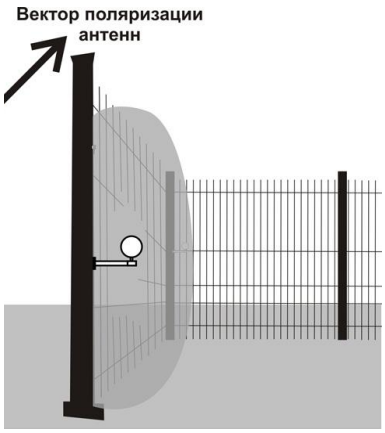

Рис. 6.4
6.1.2.1 При установке вблизи заграждения, стены здания или другой поверхности или сооружения необходимо сориентировать БПРМ и БПРД только **вертикально**, что соответствует углу наклона вектора поляризации антенн под углом 45° к прилежащей поверхности (рис. 6.4).